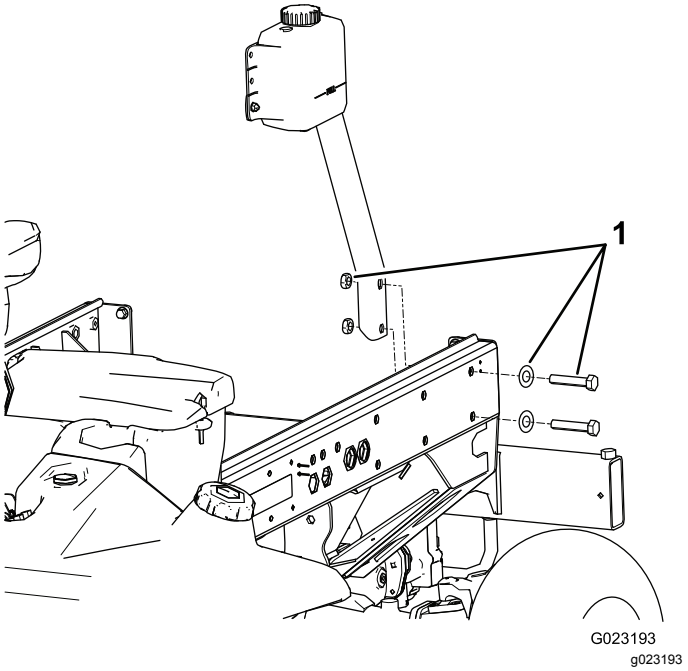

Figura 18
1. Rimuovete i 2 bulloni, le 2 rondelle e i 2 dadi che fissano la staffa di montaggio del serbatoio alla guida sinistra del telaio (Figura 18).